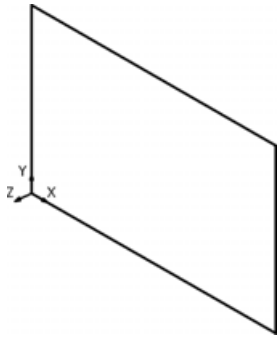

Рис. 2.42
- Предварительно раскройте список стандартных ориентаций на панели **Вид** и выберите из него вид **Изометрия XYZ**. Эскиз в окне модели будет повернут соответствующим образом (рис. 2.42).